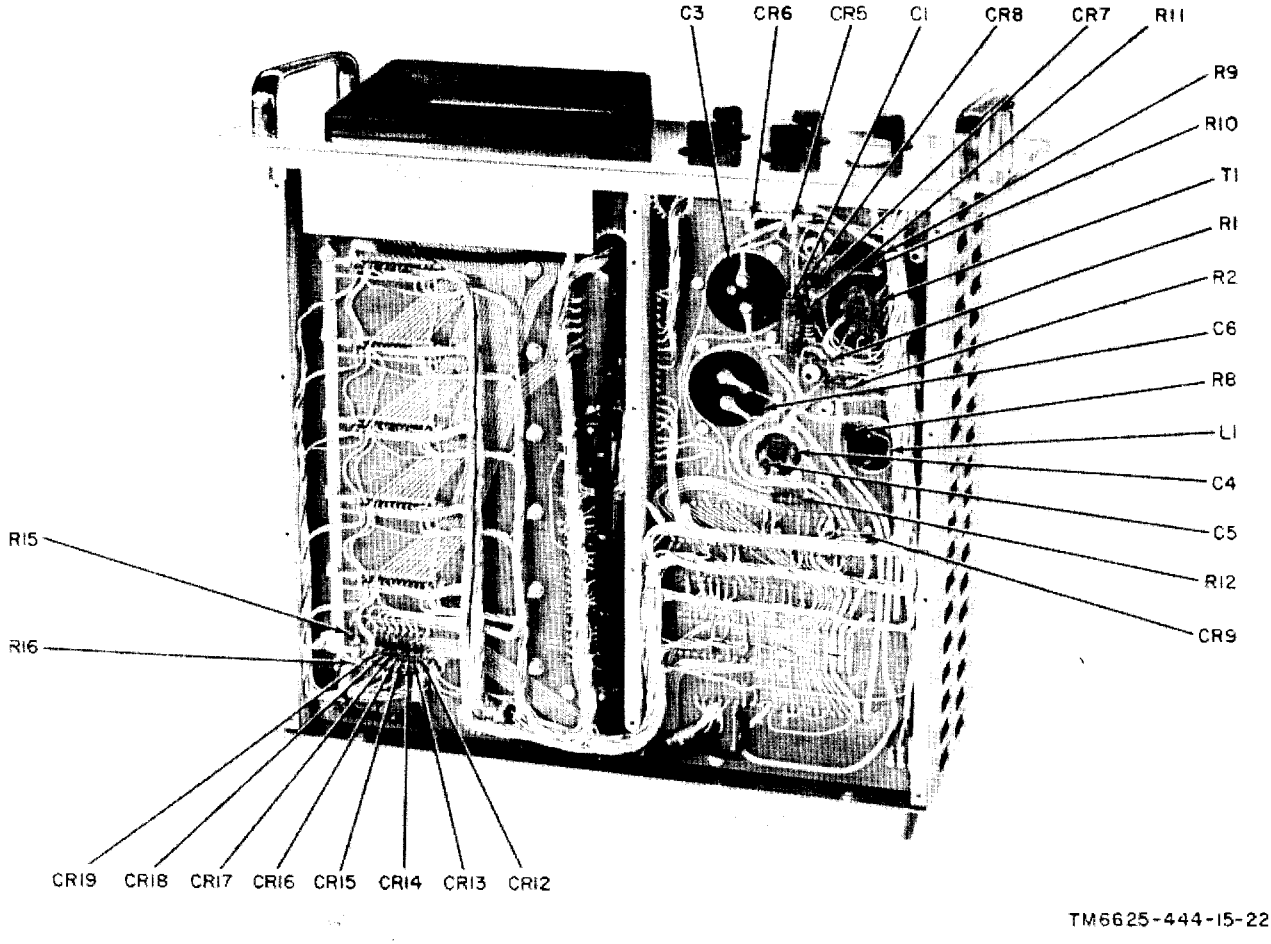

Figure 6-2. Digital *voltmeter, up to serial number* 11.3810, *bottom view.*
B	High side of R8 (fig. 6-2 and 6-3) .
B+	Anode of CR9 (fig. 6-2 and 6-3).
-15 volt	Low side of (C3 (fig 6-2 and 6-3).